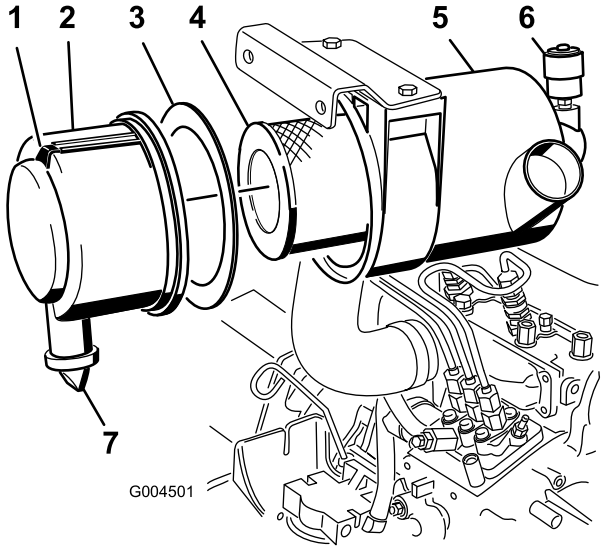

Figur 34
3. Overhal filtrene i luftrenseren når luftrenserindikatoren viser rødt, eller hver 400. time og oftere under ekstremt støvete eller skitne forhold (Figur 34).